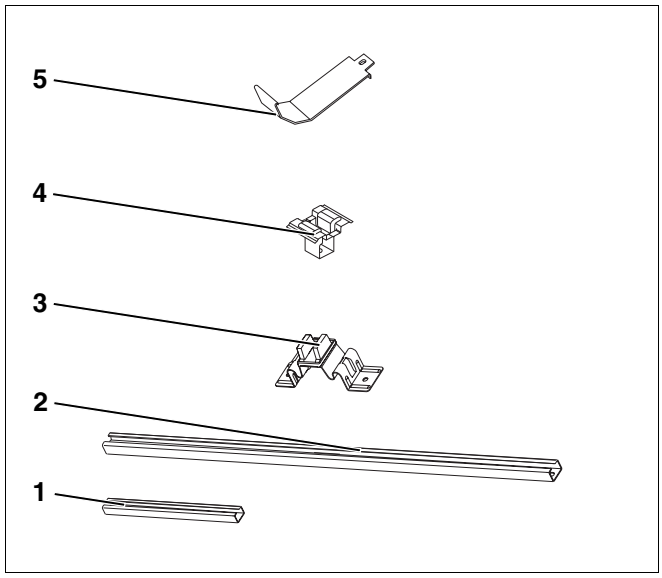

Afb. 3 Uitbreidingsset
4.2.2 Uitbreidingsset (per bijkomende collector) – afb. 3